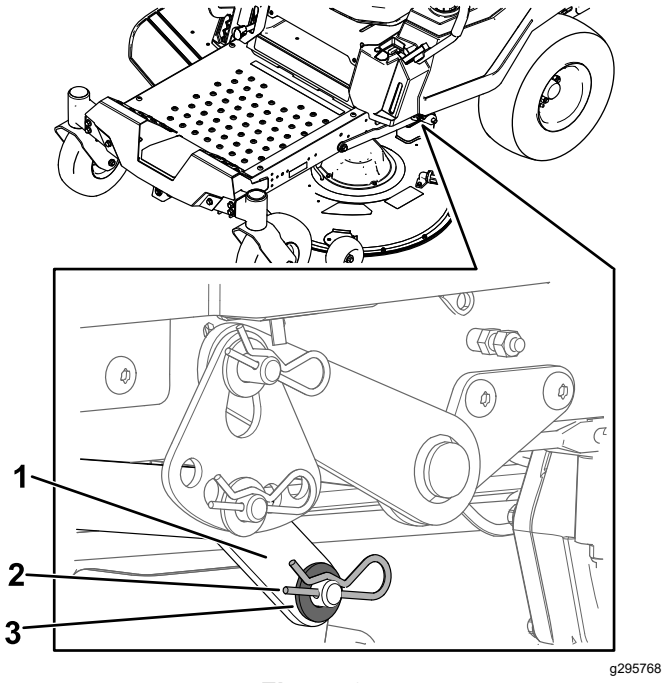

Figur 73
7. Fjern skiven og hårnålssplinten fra klippeenhetsbolten på én side av maskinen (Figur 73).
8. Fjern løftearmen fra klippeenhetsbolten (Figur 73).
5. Løft baksiden av klipperen, og monterer løftearmen til klippeenhetsbolten på én side av maskinen (Figur 73).
6. Monter løftearmen ved hjelp av skiven og hårnålssplinten (Figur 73).